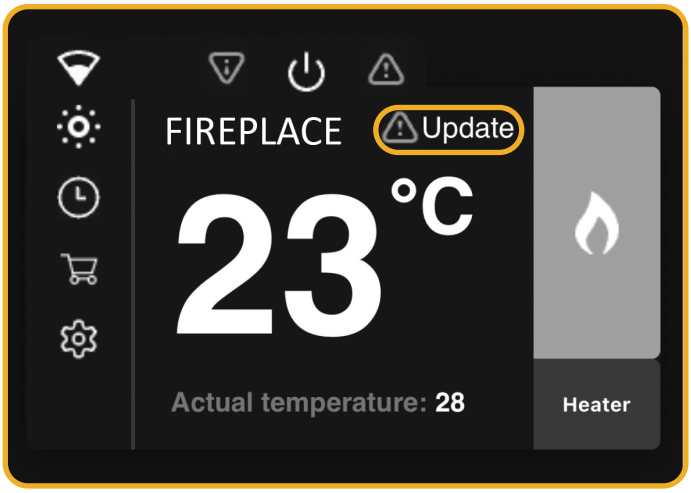

Abb. 12.1 Stellen Sie sicher das Ihr Elektrokamin auf dem neusten Stand ist
- Stellen Sie sicher, dass der Elektrokamin in der App auf dem neusten Stand ist. Sehen Sie ein «Update» Icon in der App oben rechts, berühren Sie dieses, um die Software zu aktualisieren (gem. Abb. 12.1).